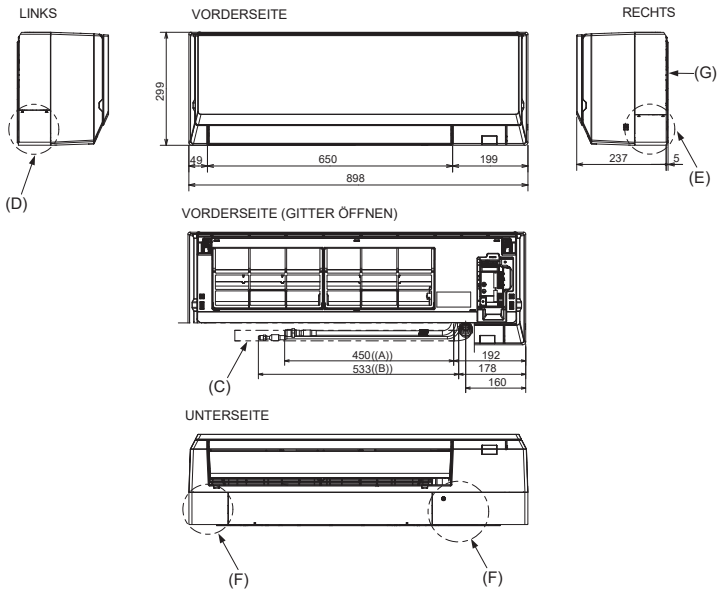

Abb. 4-3
4.3. Anordnung der Kältemittel- und Ablaßrohrleitungen (Abb. 4-3)